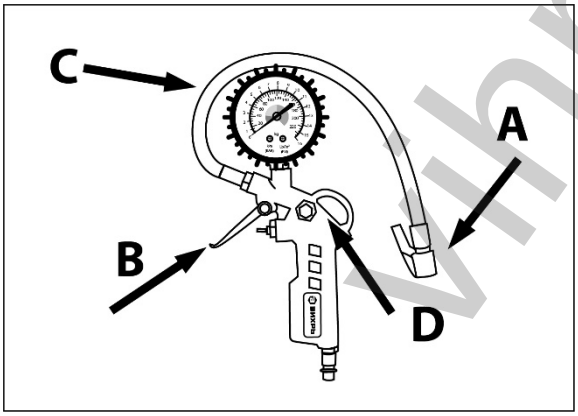

Рис. 4.
4. Нажав на рычаг **B**, начинайте надувать шину, следя за показаниями манометра **C** (рис. 4). Если давление оказалось больше требуемого, шину можно слегка сдуть, нажав на кнопку **D** (рис. 4).